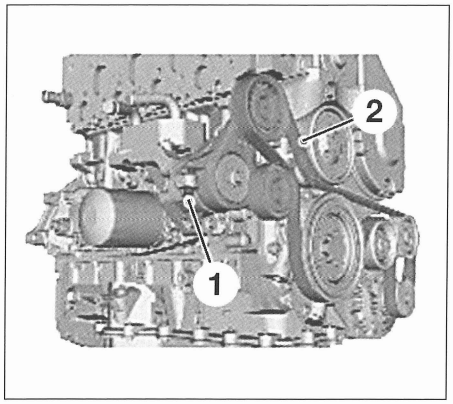

FIG. 18
- Colocar un tornillo M8 x 25 mm (1) (ref. pieza Ford "4413741") en el tensor **(fig. 18).**
- Apretar el tornillo en el tensor para destensar la correa (2).